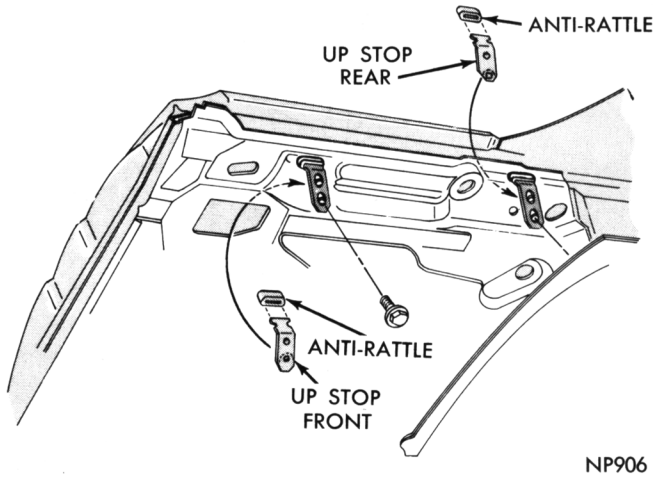

Fig. 57—Glass Up-Stops—Fastback
(1) Remove quarter glass and up-stops (Fig. 57).
(2) Remove front roller track attaching sleeve nut at top end and weld stud nut at bottom.